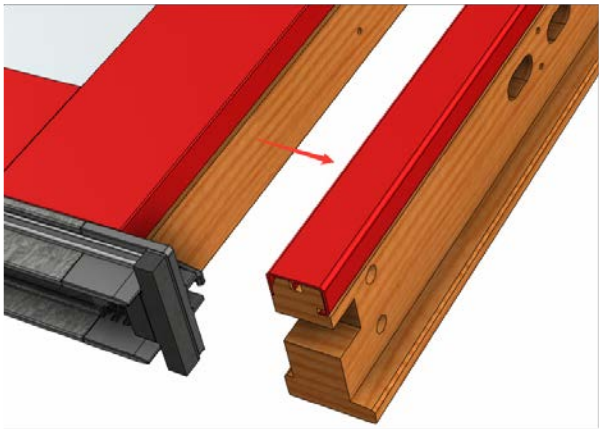

Fig BPT 3
- Replace the # 8 x 2 1/2” Screws to the Astragal that were removed in Fig. BPT 3, repeat applying the same screws the full length of the Astragal into all the countersunk holes.